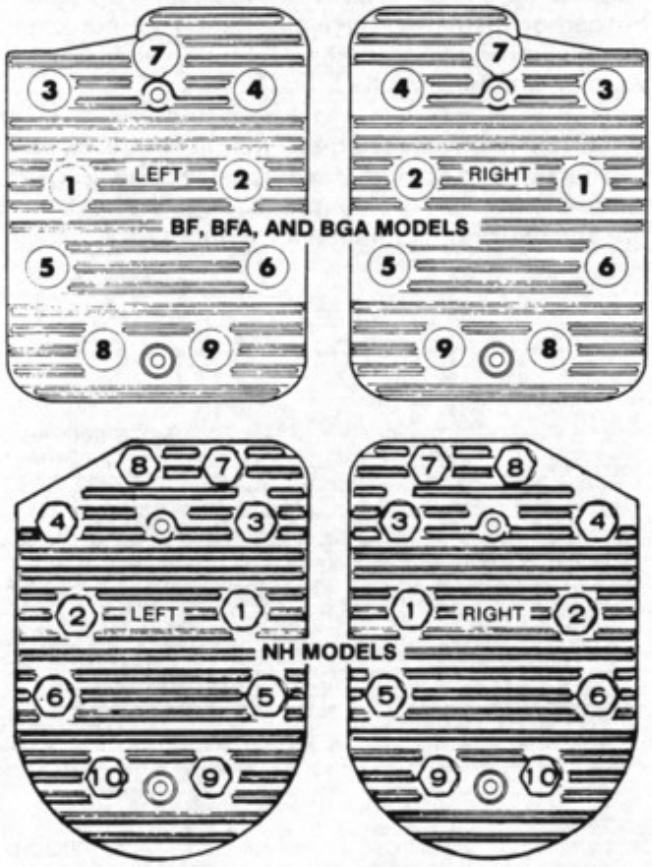

FIGURE 54. CYLINDER HEAD TIGHTENING SEQUENCE
4. Place heads in position and follow head torque tightening sequence shown in Figure 54. Start out tightening all bolts to 5 ft. lb (7 N•m), then 10 ft. lb (14 N•m), etc., until all bolts or stud nuts are tightened to the specified torque (see Specifications section).